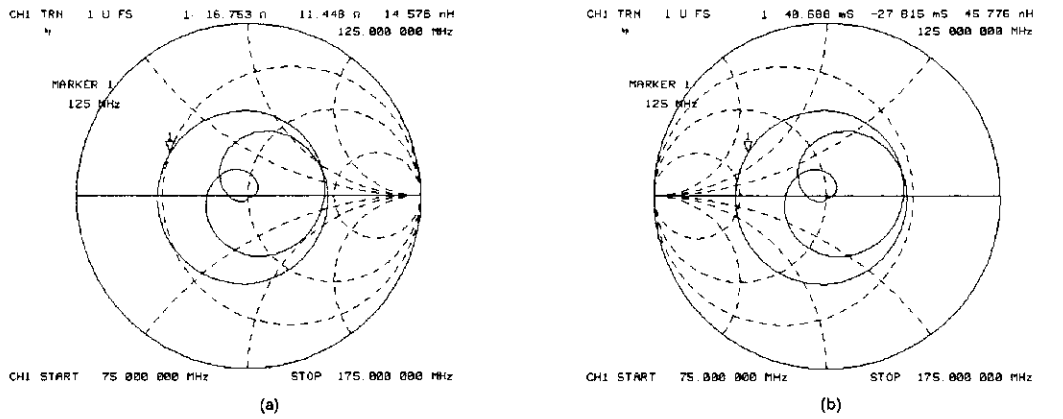

Figure 5-13. Standard and Inverse Smith Chart Formats
The SMITH CHART softkey displays a Smith chart format (see Figure 5-13). This is used in reflection measurements to provide a readout of the data in terms of impedance. The intersecting dotted lines on the Smith chart represent constant resistance and constant reactance values, normalized to the characteristic impedance, Z_0, of the system. Reactance values in the upper half of the Smith chart circle are positive (inductive) reactance, and those in the lower half of the circle are negative (capacitive) reactance. The default marker readout is in ohms (Ω) to measure resistance and reactance (R+jX). Additional marker types are available in the Smith marker menu.
An inverted Smith chart format for admittance measurements (Figure 5-13) is also available. Access this by selecting SMITH CHART in the format menu, and pressing (MKR) MARKER MODE MENU SMITH MKR MENU G+jB MKR. The Smith chart is inverted and marker values are read out in siemens (S) to measure conductance and susceptance (G+jB).